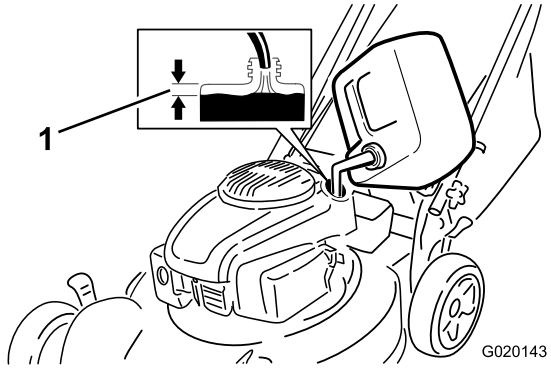

Bild 7
Füllen Sie den Kraftstofftank mit frischem, bleifreiem Normalbenzin von einer angesehenen Tankstelle (Bild 7).
2. Füllen Sie den Kraftstofftank; lassen Sie mindestens einen Leerraum von 1 cm bis zur Unterkante des Einfüllstutzens, damit sich das Benzin ausdehnen kann (Bild 7).